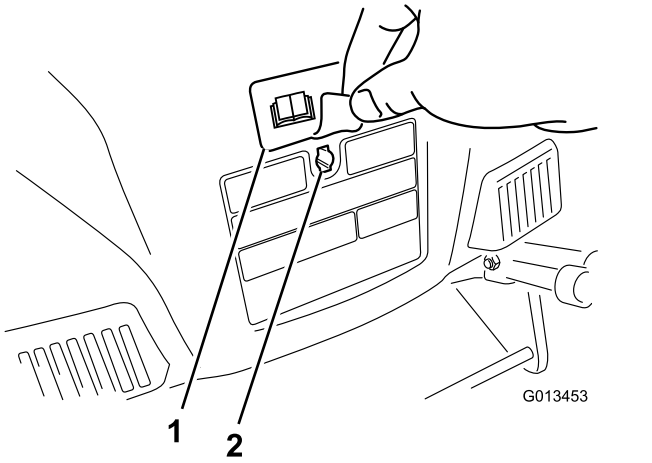

**Figur 5**
3. Fjern merket som dekker det nøkkelhullformede hullet bak i huset (Figur 5).